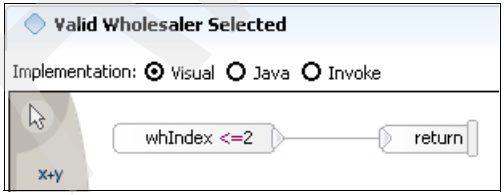

Figure 11-29 Visual snippet of the Valid Wholesaler Selected condition
4. Add the visual snippet shown in Figure 11-29 to the condition Valid Wholesaler Selected.